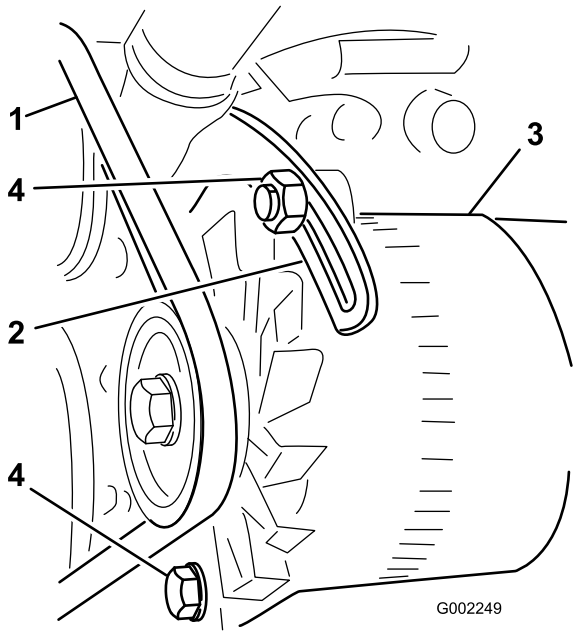

Figur 57
3. Løsn de bolte, der fastholder afstiveren til motoren, og den bolt, der fastholder generatoren til afstiveren (Figur 57).